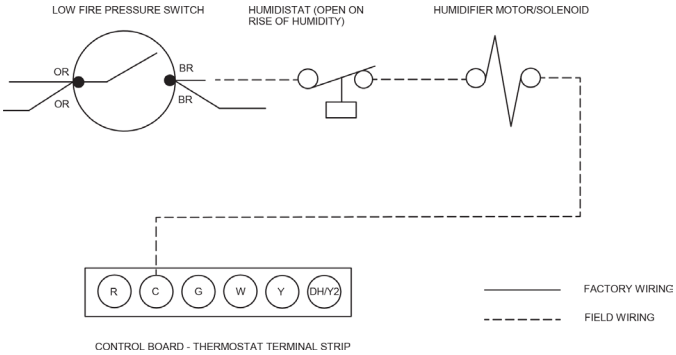

Figure 58
- Refer to connection diagram below (Figure 58) and follow humidifier manufacturer instructions.